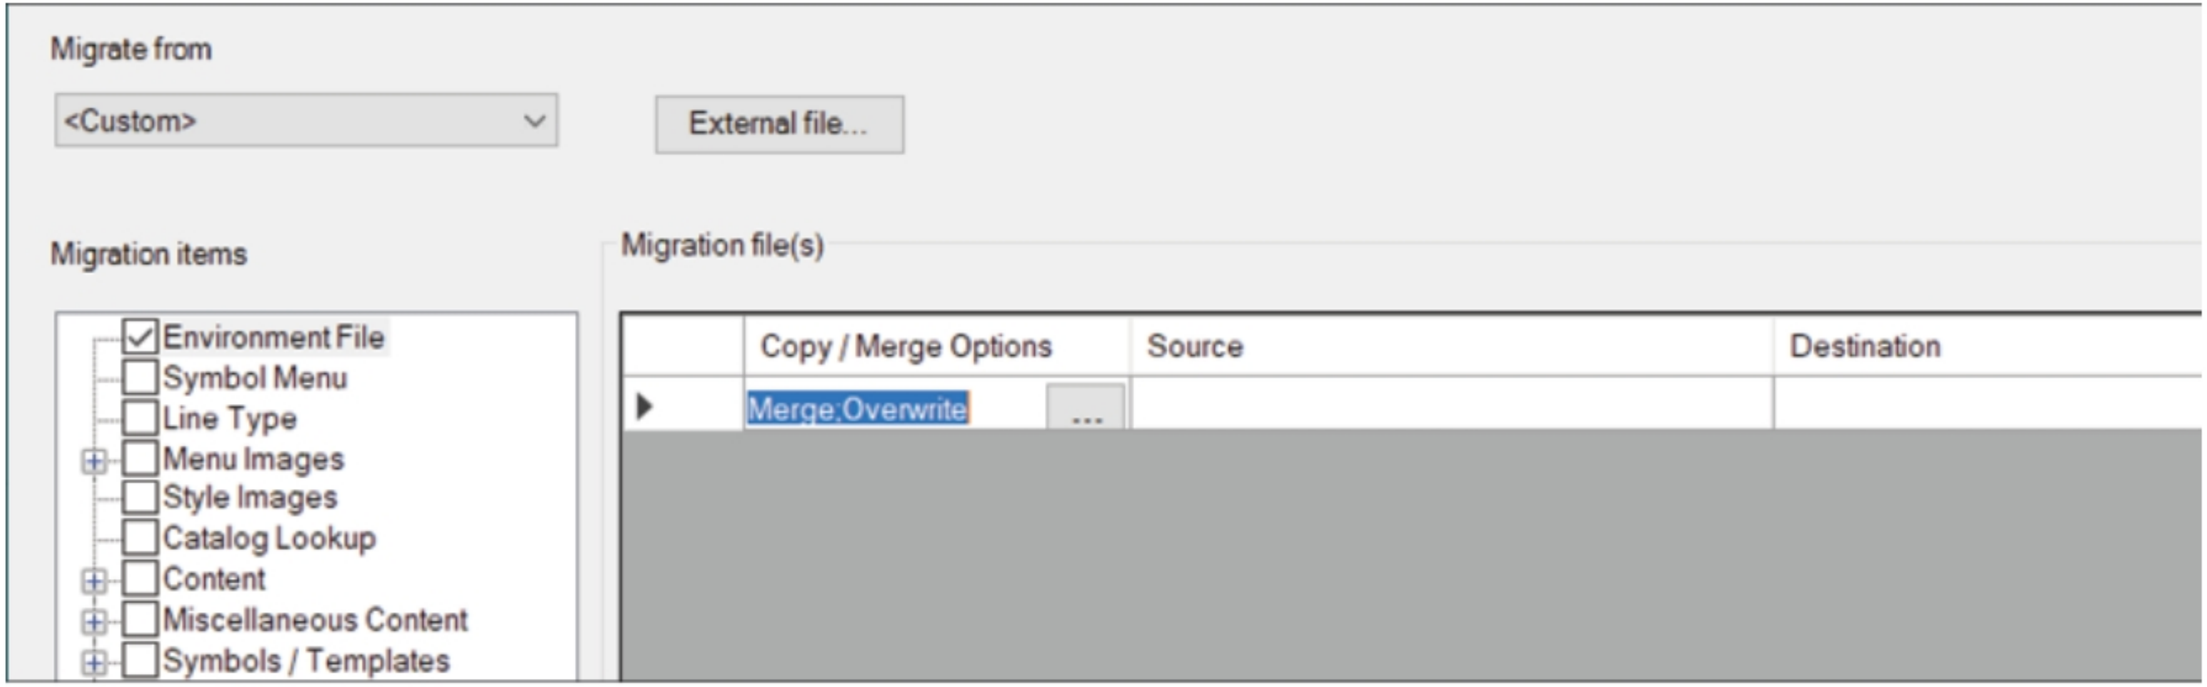

Figure-72. Options activated under Copy/Merge Options field
- Select desired item to be migrated from the **Migration items** area at the left in the dialog box and click in the **Copy/Merge Options** field. The option of the field will be activated; refer to Figure-72.